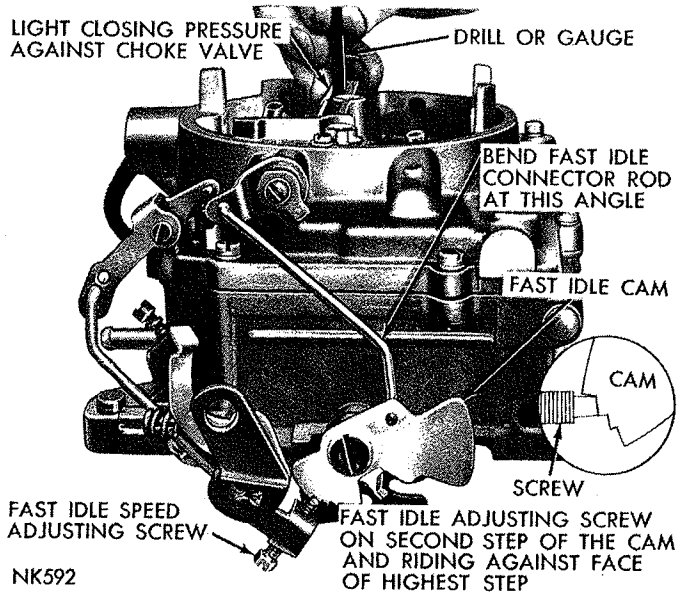

***Fig. 13—Fast Idle Cam Position Adjustment***
(1) With fast idle speed adjusting screw contacting step on fast idle cam, shown in (Fig. 13), move choke valve toward closed position with light pressure. Insert a NO. 50 drill between choke valve and the wall of the airhorn.
(2) An adjustment will be necessary if a slight drag is not obtained as the drill is being removed.
(3) If an adjustment is necessary, bend fast idle connector rod at angle, using Tool T109-213 until correct valve opening has been obtained. Refer to (Fig. 13).